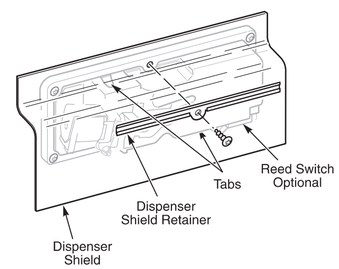
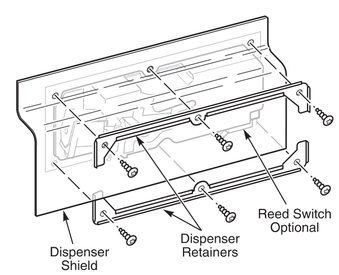

Figure 2 — Stainless Steel Models
Figure 3 — Plastic Models
2. Open dishwasher door and remove eight (8) T-15 Torx head screws from inner door panel.
a) Remove the top center hex head screw from the dispenser assembly and remove dispenser shield. Set dispenser shield aside. See Figure 2.
b) Remove remaining five (5) hex head screws from dispenser assembly.
c) Lift two (2) locking tabs away from dispenser assembly to free it for removal.
a) Remove the six screws. See Figure 3.
a) Reinstall five (5) hex head screws to secure dispenser assembly to inner door panel.
b) Place dispenser shield in position over dispenser assembly and secure it with the remaining hex head screw in the top center position. See Figure 2.
b) Install the dispenser shield dispenser (if used), top retainer and screws. See Figure 3.
7. Reinstall the eight (8) T-15 Torx head screws in the inner door panel.